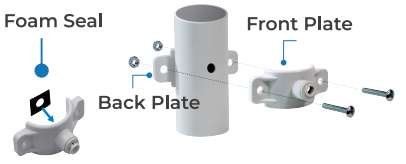

Figure 7
1. Paste the foam seal onto the front plate of drain saddle. Make sure the hole of foam seal is aligned with the hole of front panel **(Figure 7)**. Choose a spot on the drain pipe that is convenient for installing the drain saddle.